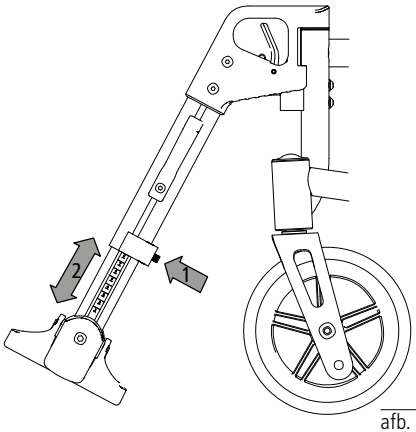

afb. 6
3. Voor het instellen kunt u de bouten aan de achterkant van de beensteunen (1, afb. 6) losdraaien, totdat het onderste deel van de beensteunen kan worden uitgeschoven.
4. Zet de voetsteun in de stand die voor u comfortabel is (2, afb. 6) en draai vervolgens de bouten vast. Om beide kanten gelijkmatig te kunnen verstellen, zijn er voor een betere oriëntatie aan de buitenkanten maatstrepen geplaatst.